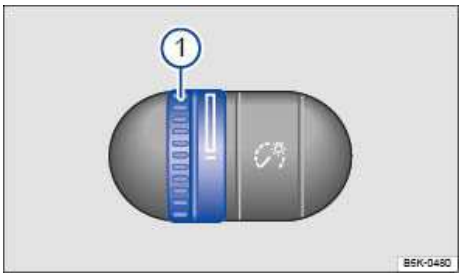

Fig. 85 To the left of the steering wheel: Thumbwheel to adjust instrument panel lighting 1.
When the lights are on, the brightness of the instrument panel lighting is adjusted by turning the thumbwheel ⇒ fig. 85 (1).